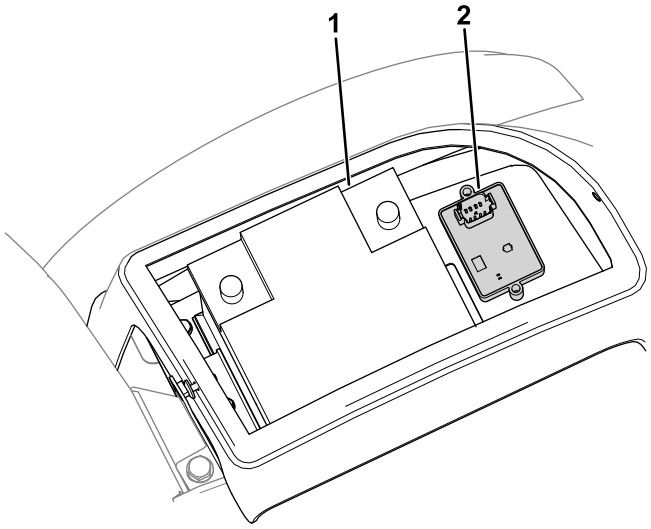

Figur 12
2. Använd två skruvar (M6 x 35 mm) och två flänsmuttrar (M6) för att fästa lutningssensorn på fästplattan framför batteriet (Figur 12).